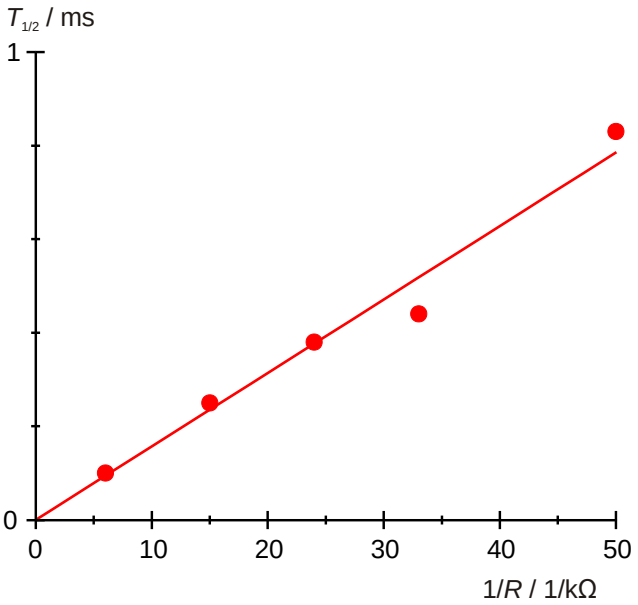

Fig. 5: Halbwertszeit $T_{1/2}$ als Funktion des Kehrwerts des Widerstandes R.
- Die Halbwertszeiten $T_{1/2}$ aus Tab. 3 gegen die Kehrwerte der Ohm'schen Widerstände R in einem Diagramm auftragen und eine Ursprungsgerade anpassen (Fig. 5).
- Zur Überprüfung von Gleichung (3) aus der Geradensteigung m_L die Induktivität L bestimmen.